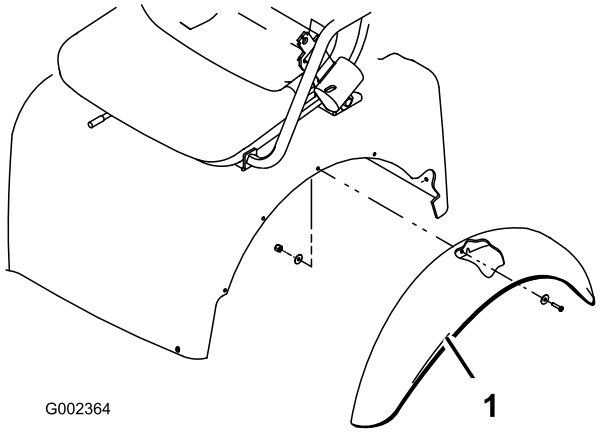

Figur 7
1. Placer de fem skærmmonteringshuller ud for hullerne i hver side af karrosseriet (Figur 7).
2. Monter en skærm på hver side af stellet med (5) #10 x 3/4 tommes bolte med unbrakokærv, (10) flade spændeskiver og (5) #10 låsemøtrikker. Placer en spændeskive ved siden af boltens hoved og låsemøtrikken.